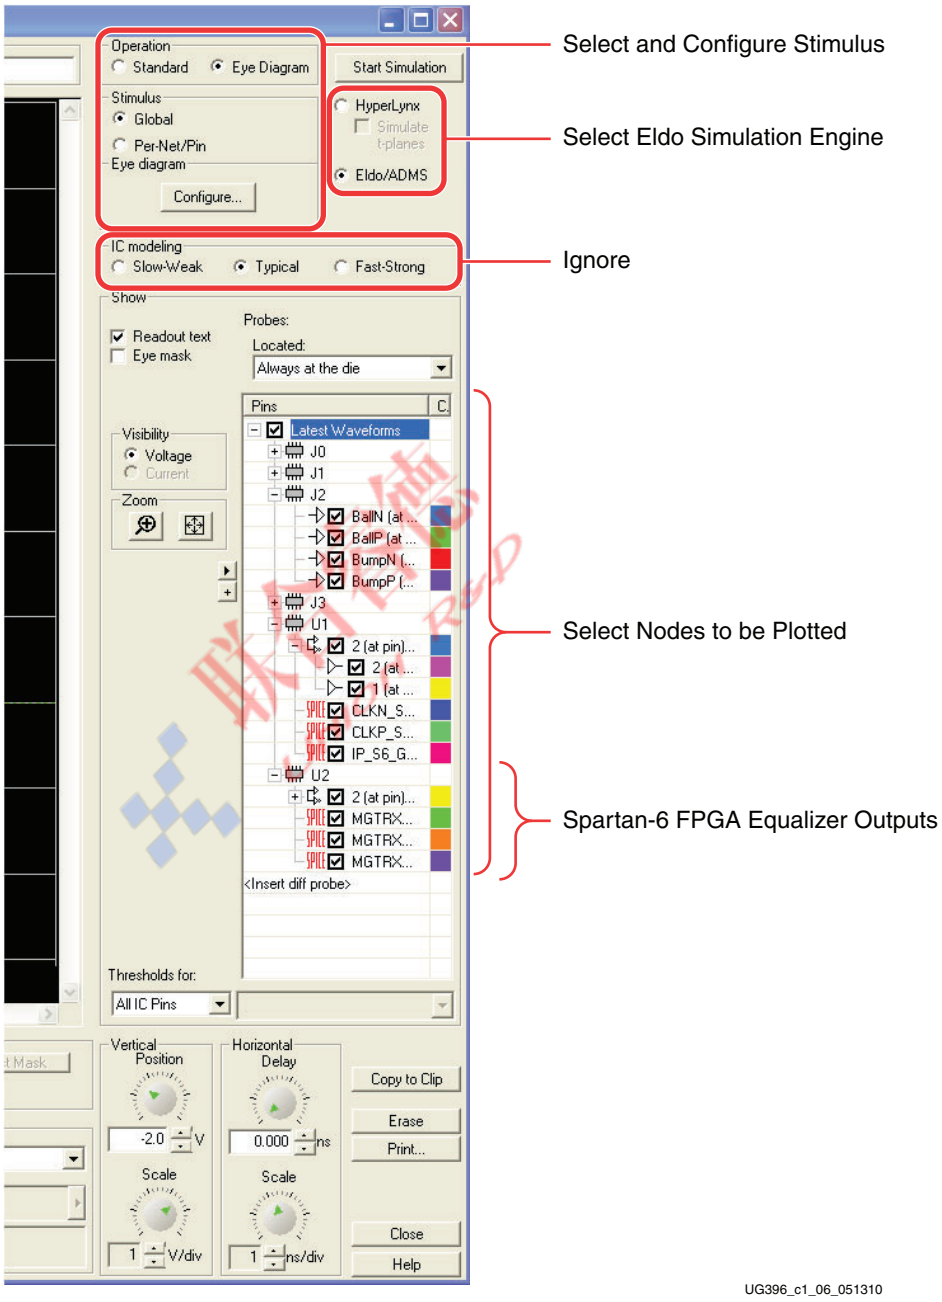

Figure 1-6: **Assign Probes, Select Eldo as Simulation Engine, and Specify Stimulus Type**
2. Select the **Eldo/ADMS** radio button under the **Start Simulation** button, as shown in Figure 1-6.
- The radio buttons in the IC modeling group (Figure 1-6) are ineffective because the simulation corner selections are made using the **Configure Model** button in the **Assign Models** dialog box.
- Checkboxes with the red SPICE label on their left (Figure 1-6) represent schematic symbol nodes that are connected to **NC** in the **Assign Models** dialog box. These nodes are defined on the subcircuit definition line of the symbol. They do not need to be connected to anything else on the schematics because they are used solely to provide probing capabilities for waveforms inside the subcircuits.